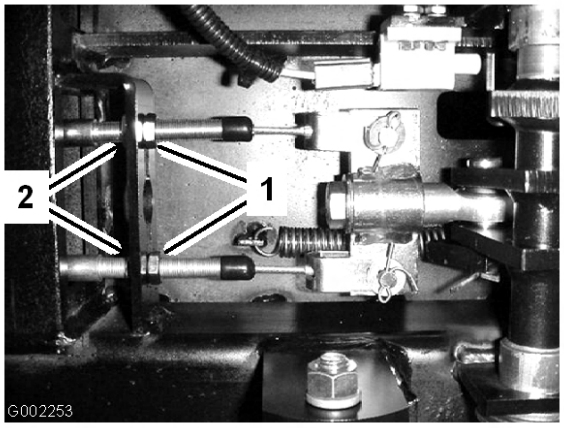

Figur 55
5. Løsn de forreste møtrikker på bremsekablerne under sprøjtens forende (Figur 55).
6. Stram de bageste møtrikker lige meget, indtil bremsepedalen bevæger sig mellem 1 til 2 cm, før du mærker modstand (Figur 55).